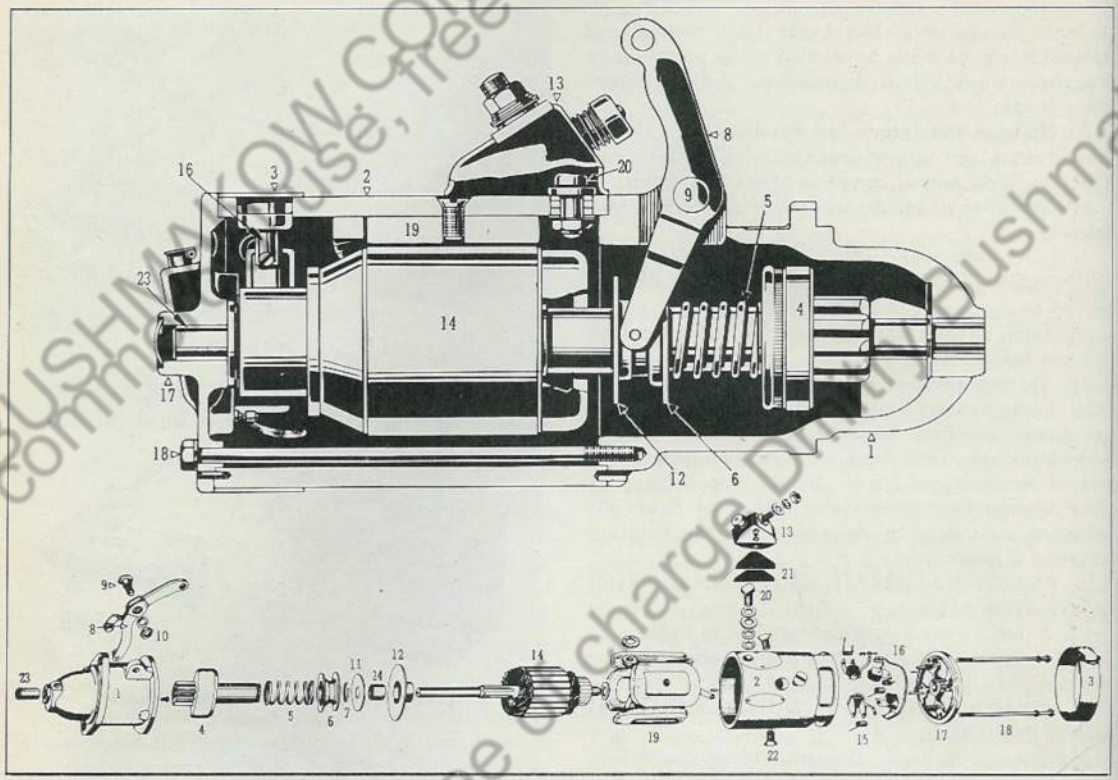

Fig. 7 Sectional and Component Parts of Starting Motor
G. To Disassemble Starting Motor—Remove parts in following sequence. Refer to Fig. 7.
1. Remove cover band (3), switch (13), through bolts
J. To Reassemble Starting Motor—Reassemble starting motor in following manner: (Refer to Fig. 7.)
2. Install terminal stud (20) and nut to field coil. Tighten stud nut. Place a small bit of solder on thread end of stud. Hold hot soldering iron on stud **just long enough to run solder** on next nut stud and coil ribbon.
3. Thread shift lever (8) into slot in motor drive housing.
4. Place drive mechanism into housing and engage bosses on lever in grooves of sleeve (6).
5. Install shift lever stud (9) in housing and shift lever.
6. Install center bearing plate (12), fibre brake washer (11) and center bearing plate screw.